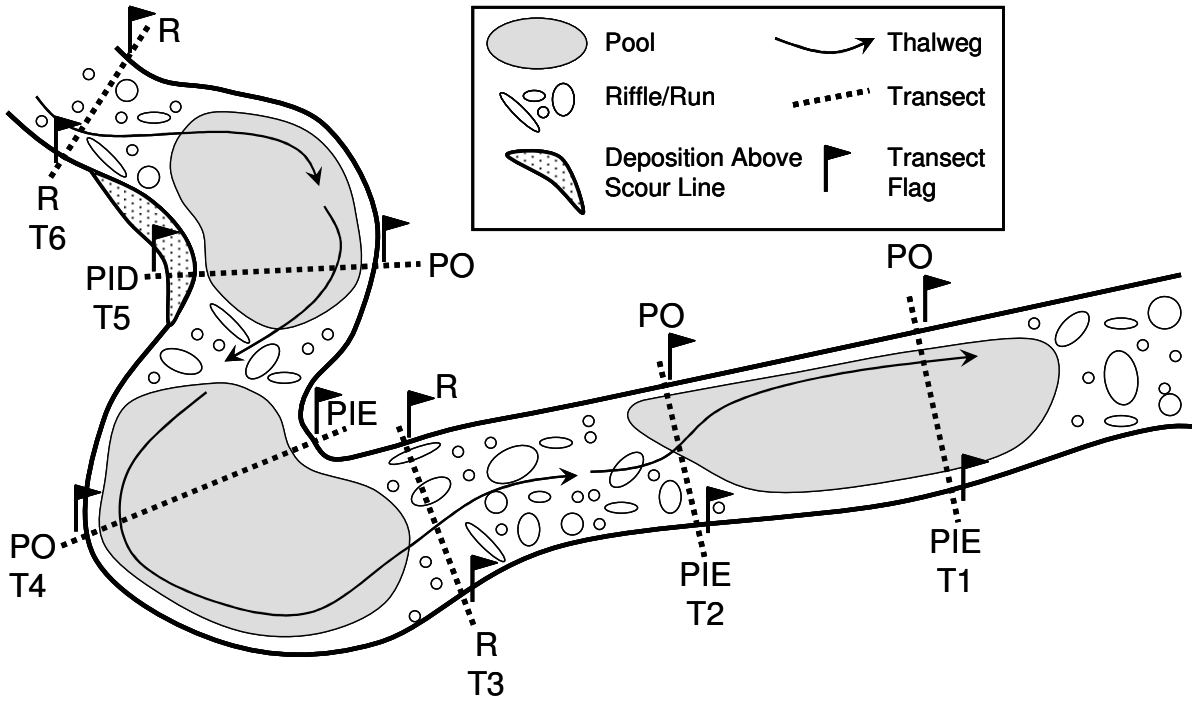

Figure 30. Example of stream showing the four classification categories for bank type.
Defining the processes that creates the streambank condition at each location is integral to understanding bank stability, bank angles, and undercut bank measurements. Classify the streambanks into one of 4 categories based on association with erosion or deposits, pool or non-pool habitat units, and the relation to the thalweg (Figure 30).
3. If the pool occurs in a straight stretch of channel, measure from the thalweg to the bankfull elevation on both banks. The bank closer to the thalweg is “pool outside” while the bank further from the thalweg is “pool inside” (Transects 1 & 2 in Figure 30).
4. Streambanks on the inside of pools are further delineated as erosional or depositional. Erosional banks have no deposition or the deposition is below the SL and classified as “PIE” for pool inside, erosional (Transects 1, 2 & 4 in Figure 30). Depositional banks have deposits that extend above the scour line and are classified as “PID” for pool inside, depositional (Transect 5 in Figure 30).
6. In situations near a pool head or tail or side channel, one bank may be within the pool and one in a riffle/run; use the pool classification for both (Transect 2 in Figure 30). For example, you will never have one bank be ‘PO’ and the other ‘R’ for example.